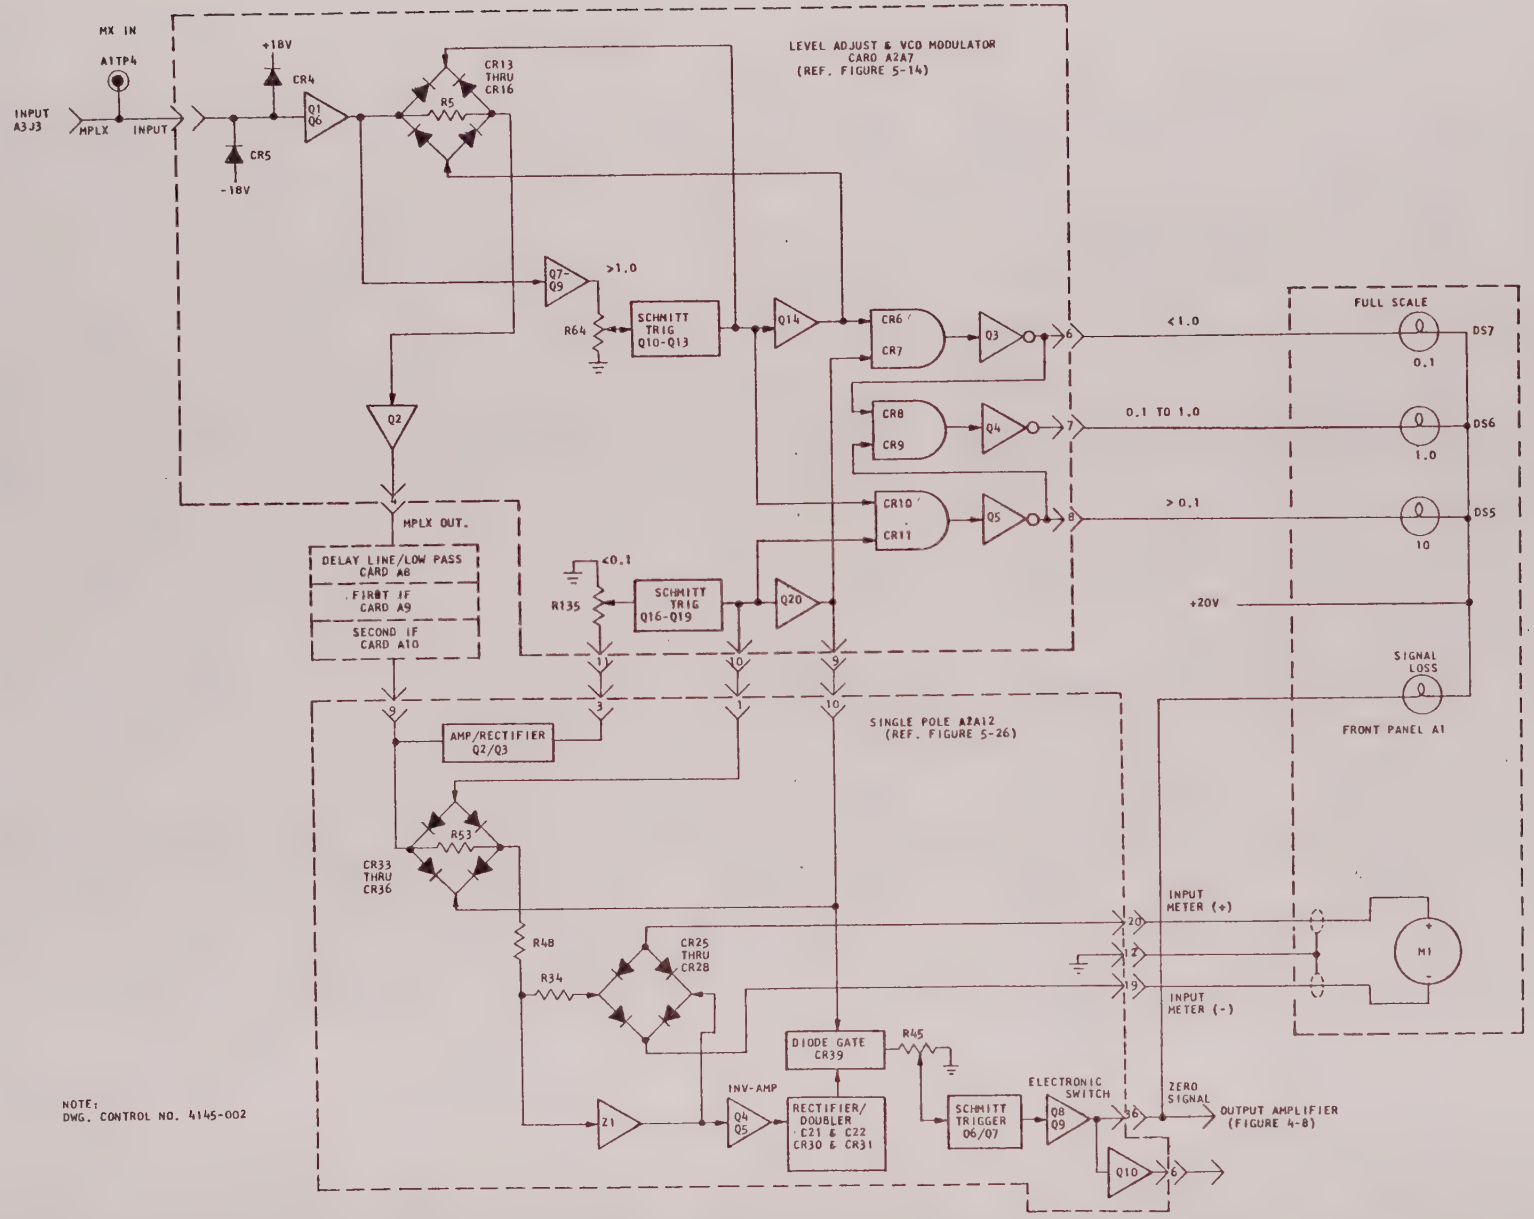

Figure 4-2. Input Control and Metering Circuit Group Functional Block Diagram
4.3.1 Input Control and Metering Circuit Group (Ref. Figure 4-2)